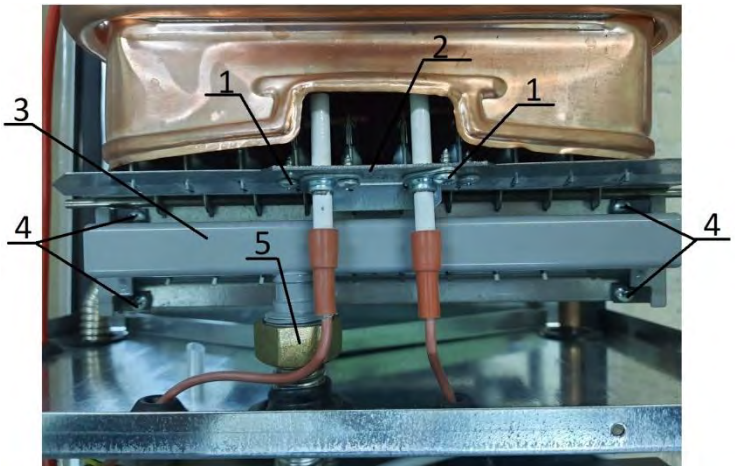

Рис. 14. Демонтаж коллектора
1) отвернуть два самореза 1 (см. Рис. 14) крепления пластины 2 со свечами и снять пластину;